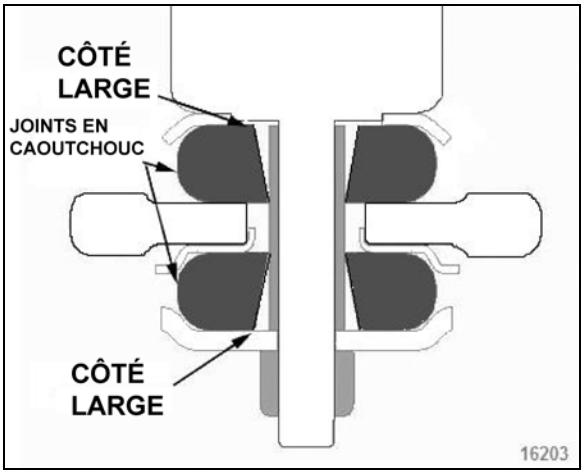

FIGURE 35: BAGUES DE MONTAGE INFÉRIEUR D'AMORTISSEUR
4. Sur le montage inférieur, veillez à poser les joints de caoutchouc avec le côté large du trou conique comme illustré dans Figure 35.